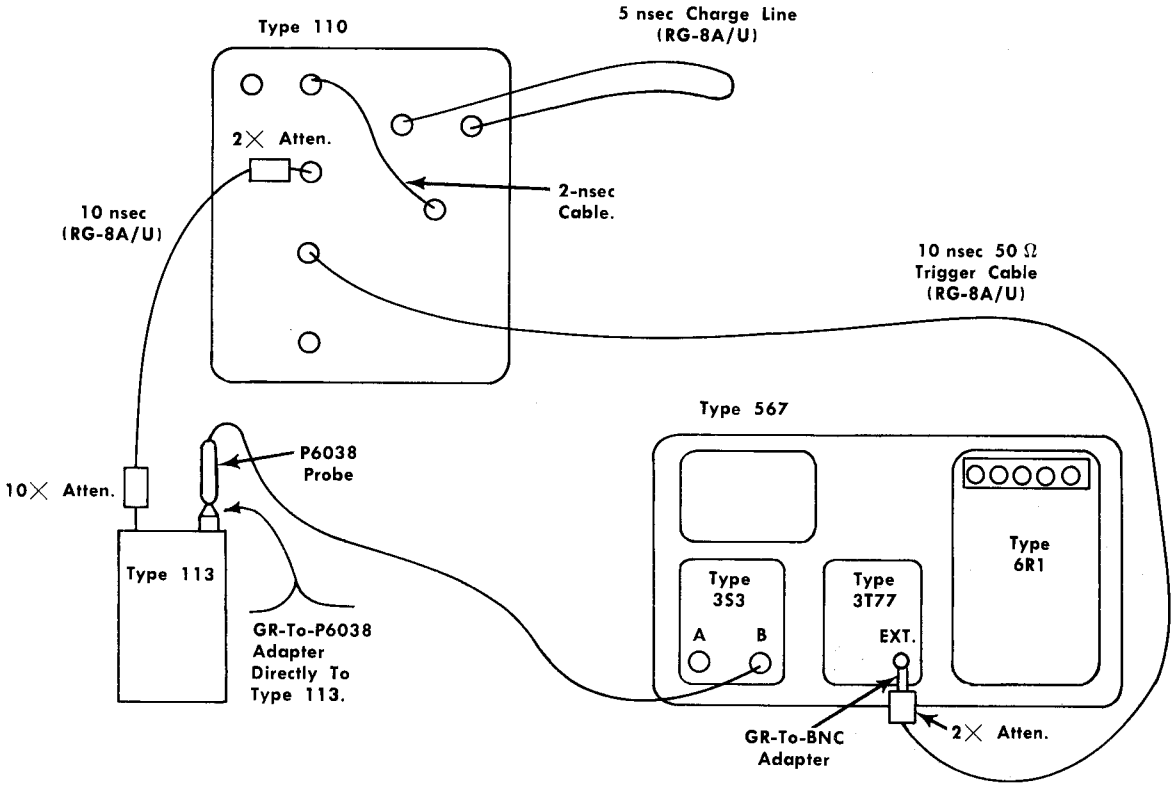

Fig. 5-2. Type 110, Type 113 system for setting risetime.
a. Set up the Type 110, Type 113 system as in Fig. 5-2.